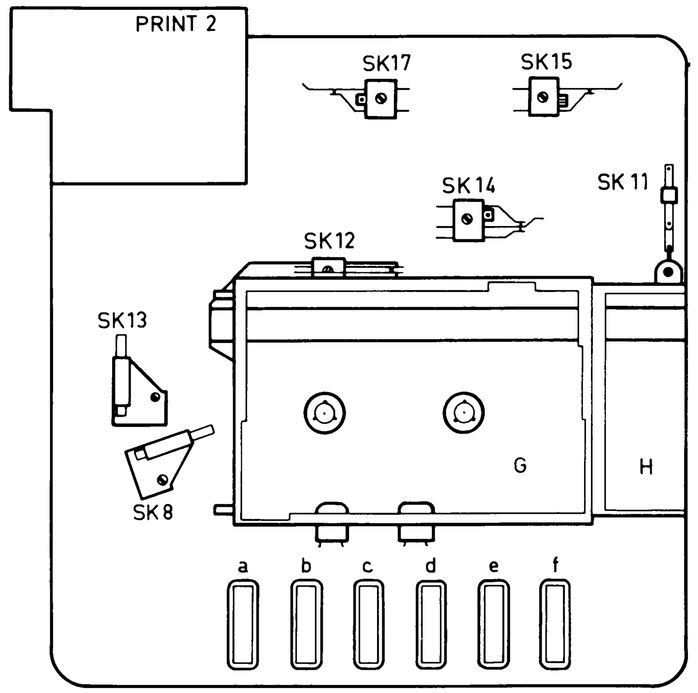

Fig. 1
A. FUNKTIONEN DER SCHALTER (Abb. 1 und 2)